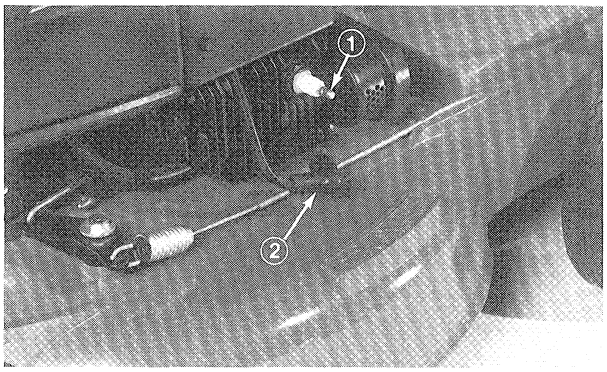

Figure 27
2. Clean area around spark plug so foreign matter does not fall into cylinder when plug is removed. Remove plug from cylinder head with spark plug socket (Fig. 27).